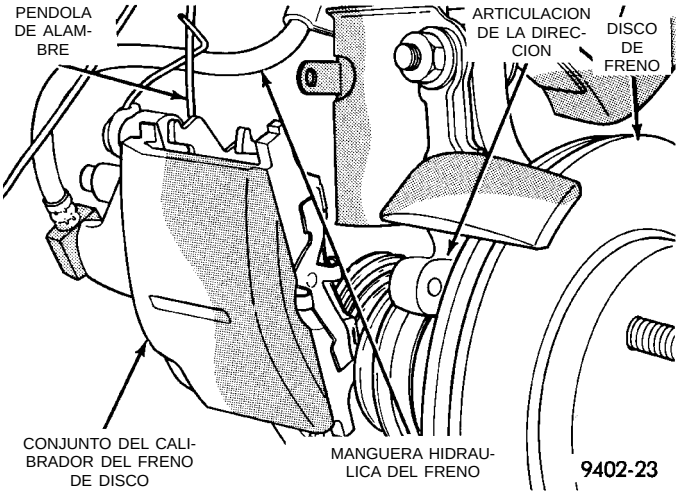

Fig. 18 Sostén del calibre de frenos
(7) Sostenga el conjunto de calibrador/disco de frenos mediante un gancho de alambre y no por medio de una manguera hidráulica (Fig. 18).